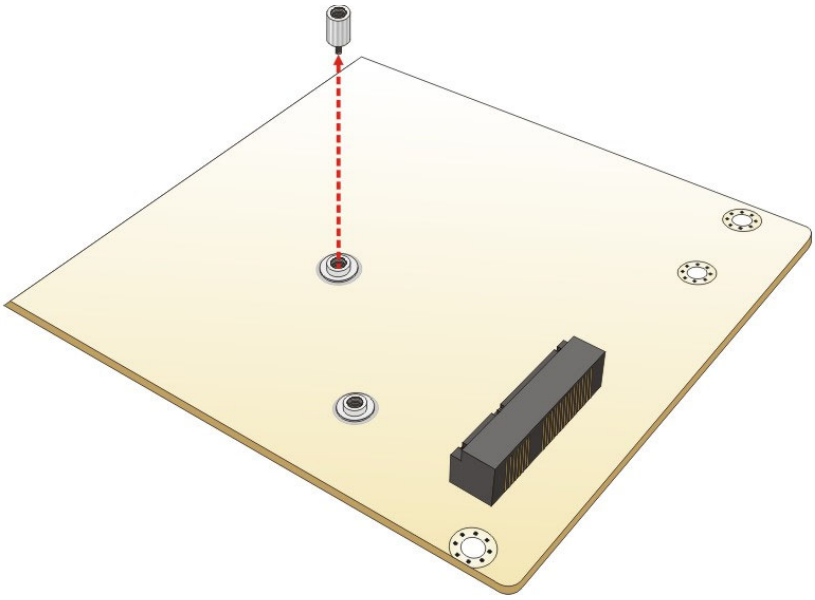

Figure 4-10: Removing the Standoff
Step 3: **Remove the standoff**. Unscrew and remove the standoff secured on the motherboard as shown in **Figure 4-10**.